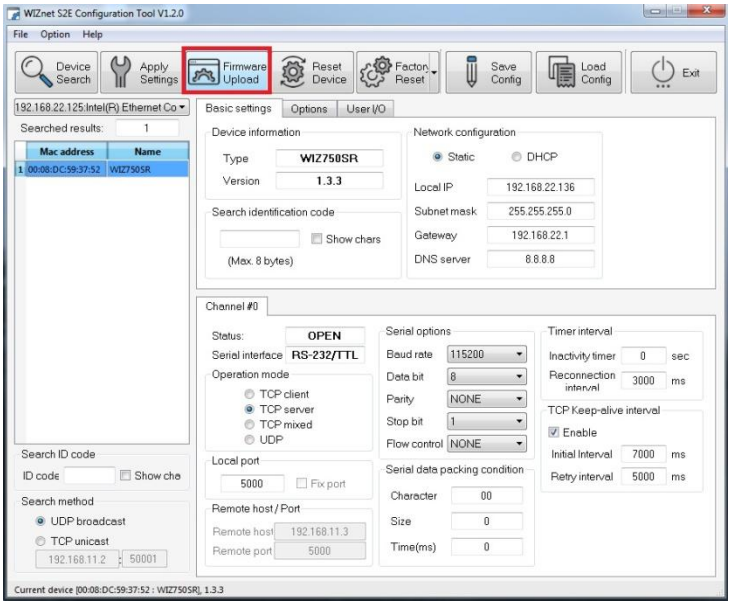

Рис. 4 Firmware Upload
- После обнаружения устройства нажимаем вкладку **Firmware Upload**, как показано на рис. 4.